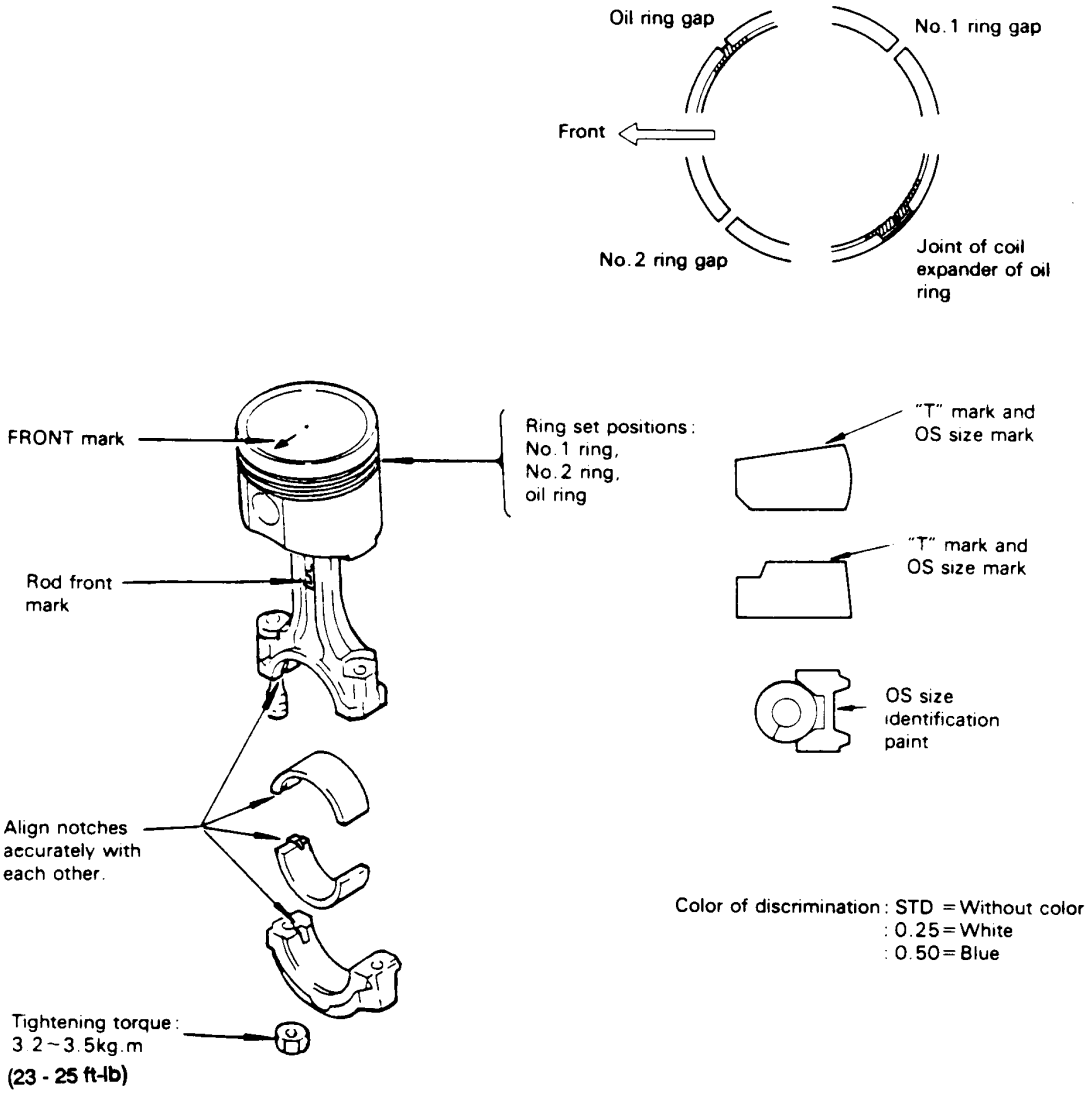

Figure 90
15.Install the piston rings. Each piston ring has different shape. Make sure they are installed in the proper position and with the ring gaps in the directions as illustrated (Fig. 90).